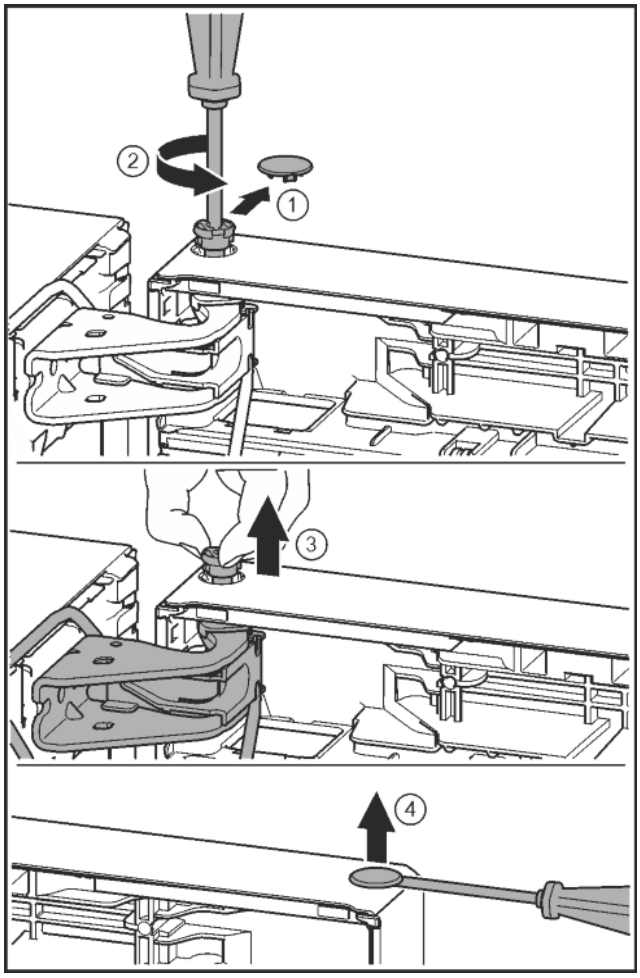

Fig. 22
▶ Veiligheidsafdekking voorzichtig eraf trekken. *Fig. 22 (1)*
▶ Bout met schroevendraaier T15 een stukje eruit draaien. *Fig. 22 (2)*
▶ De deur vasthouden en de bout met de vingers eruit trekken. *Fig. 22 (3)*
▶ Stop voorzichtig met een sleufschroevendraaier uit de lagerbus van de deur optillen en eruit trekken. *Fig. 22 (4)*